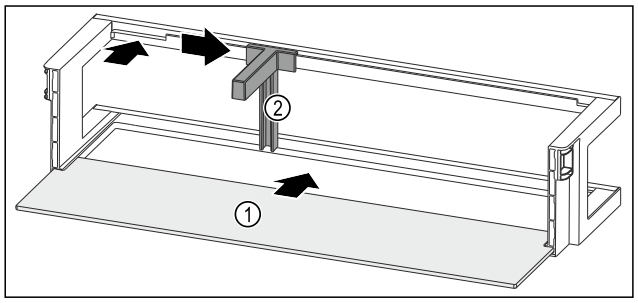

Fig. 176 Estantes en la contrapuerta con estante
▶ Introduzca el estante *Fig. 176 (1)* en las entalladuras laterales.
▶ Inserte el soporte para botellas *Fig. 176 (2)* en la entalladura.
▶ Deslice el soporte para botellas *Fig. 176 (2)* hacia un lado a la posición deseada.